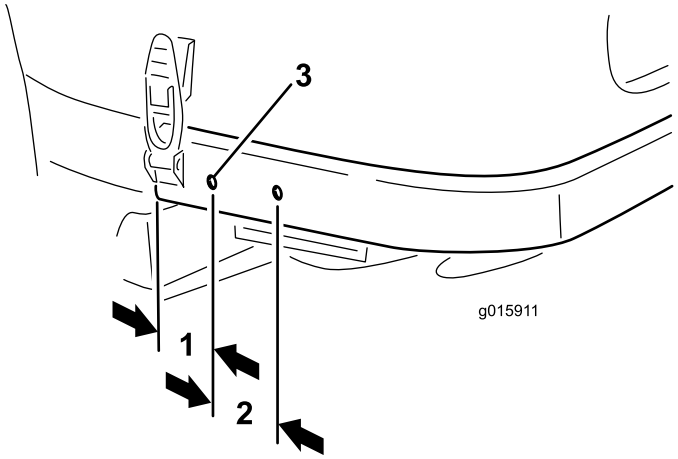

Figura 9
2. Utilizando as dimensões indicadas em Figura 9, localize a marca e faça (2) furos de 9 mm de diâmetro em cada lado da estrutura traseira. Centre os furos para cima e para baixo na estrutura.